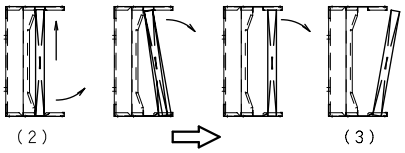

Fig. 13
(1) Push the filter in the direction of arrows.
(2) Lift the filter on the left front side a little, and rotate and remove the lower side to the air inlet side from the rail.
(3) Extract the filter after pulling and removing the upper part of the filter in the front direction from the rail.
(4) Shift the remaining filters to the left front side in sequence, and remove the filter like the first one explained in step (3). (Except KAF375AA36) (Fig. 13)